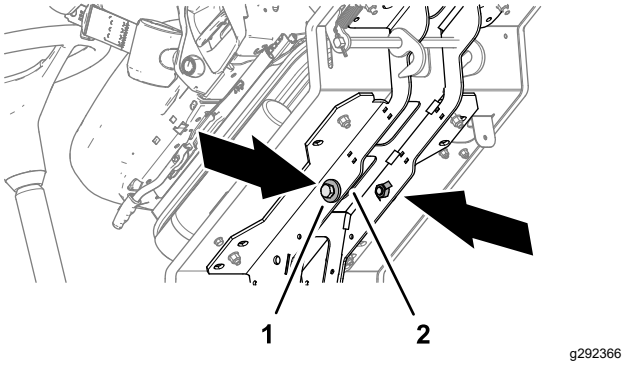

Figuur 33
4. Verwijder de 2 bouten (12 x 40 mm) en 2 ringen (12 mm) die zijn opgeborgen in de draagrails van het platform (Figuur 33).